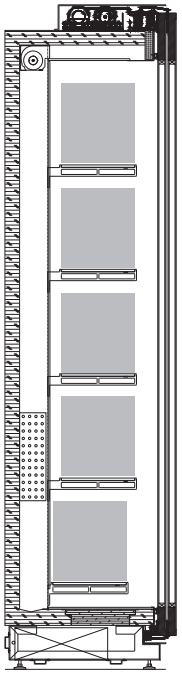

fig. 7
- disporre il prodotto uniformemente, evitando zone vuote (fig. 7)